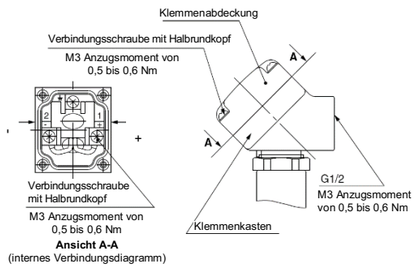

Abb. 6
- Stellen Sie die Anschlüsse entsprechend der Markierung in Abb. 6 her.
- Ziehen Sie Schrauben und Verschraubungen gemäß Abb. 6 an.